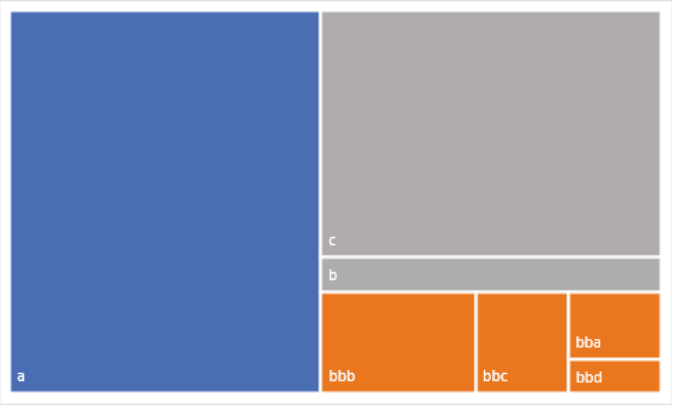

Figure 8.30: Displaying labels with the Banner option
- **Banner:** The parent data point label is shown in its own box that spans the child data point boxes, like a banner. The treemap in Figure 8.30 shows the "b" data point label in its own banner box above its children data points.